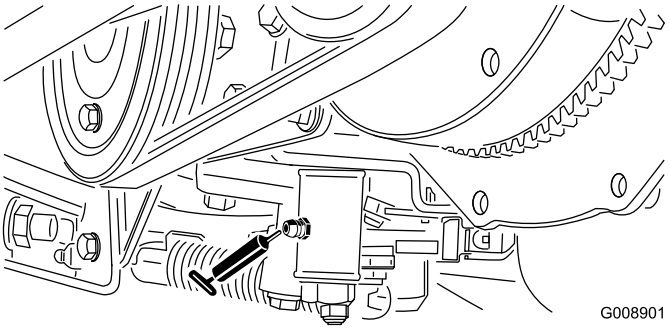

Figur 38
- Justeringsmekanism för neutralläge (Figur 38)